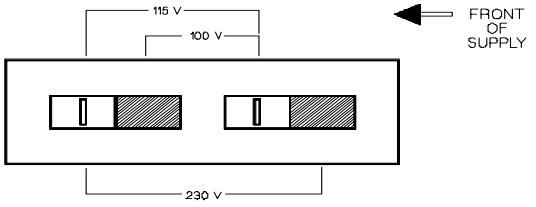

Figure A-2. Line Voltage Selector (set for 115 Vac)
a. After making certain that the line cord is disconnected from a source of power, remove the top cover from the supply and set the two sections of the line voltage selector switch for the desired line voltage (see Figure A-2).